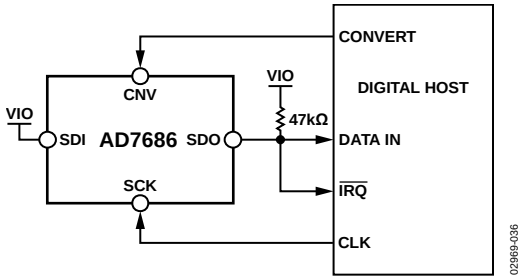
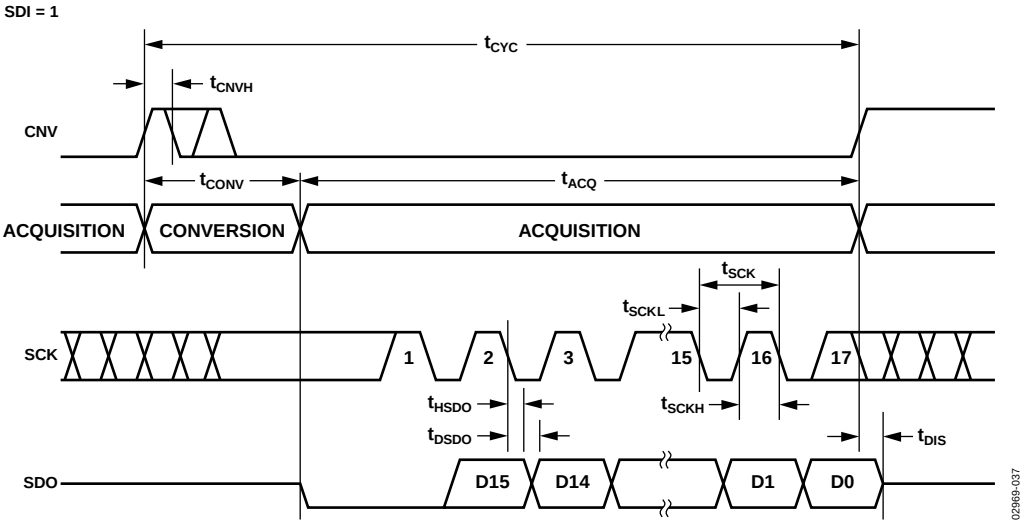
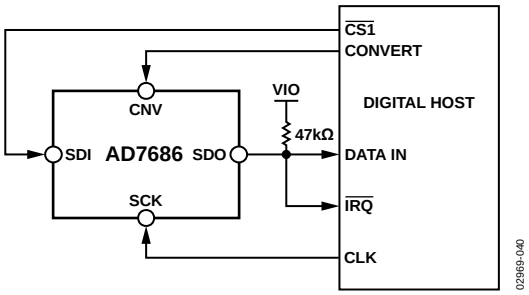
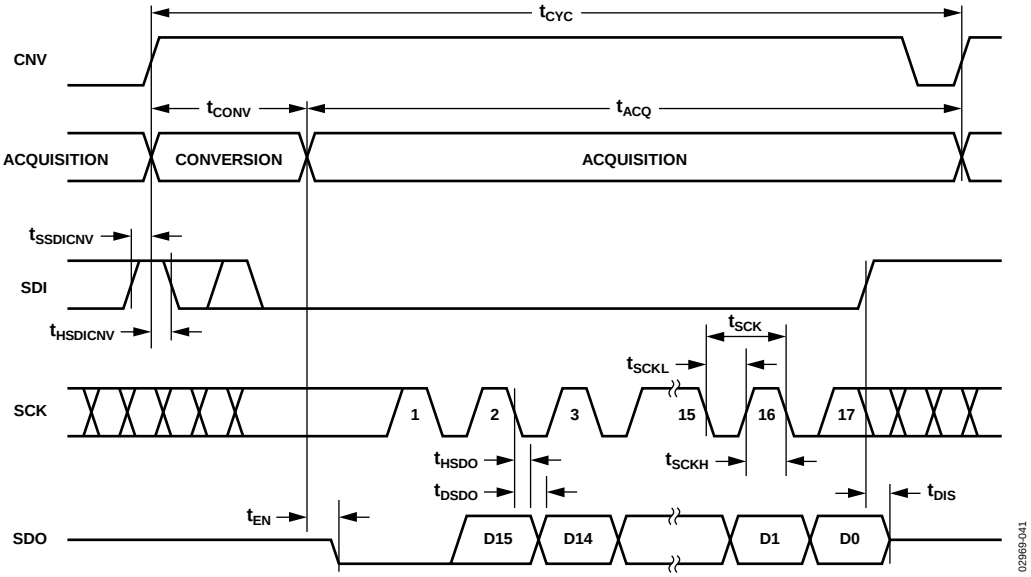

Figure 35. $\overline{CS}$ Mode 3-Wire with Busy Indicator Connection Diagram (SDI High)
Figure 36. $\overline{CS}$ Mode 3-Wire with Busy Indicator Serial Interface Timing (SDI High)
Figure 39. $\overline{CS}$ Mode 4-Wire with Busy Indicator Connection Diagram
Figure 40. $\overline{CS}$ Mode 4-Wire with Busy Indicator Serial Interface Timing
- In $\overline{CS}$ mode, if CNV or SDI is low when the ADC conversion ends (see Figure 36 and Figure 40).
This mode is generally used when a single AD7686 is connected to an SPI-compatible digital host having an interrupt input. The connection diagram is shown in Figure 35, and the corresponding timing is provided in Figure 36.
This mode is usually used when a single AD7686 is connected to an SPI-compatible digital host, which has an interrupt input, and when it is desired to keep CNV, which is used to sample the analog input, independent of the signal used to select the data reading. This requirement is particularly important in applications where low jitter on CNV is desired. The connection diagram is shown in Figure 39, and the corresponding timing is provided in Figure 40.